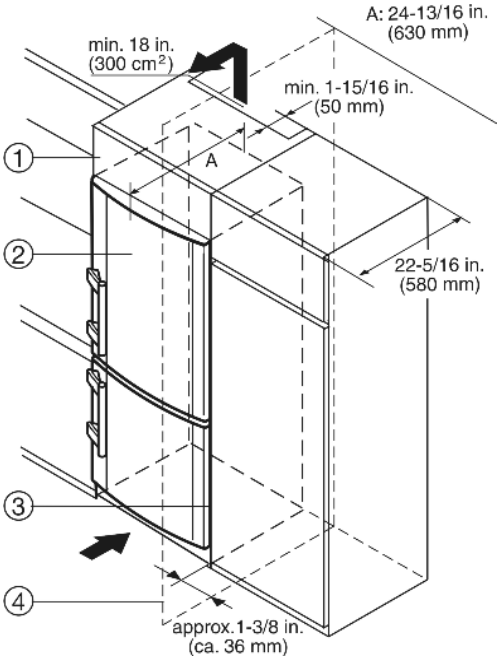

Fig. 20
(1) Top cupboard
(2) Appliance
(3) Kitchen cabinet
(4) Wall
The appliance can be built into the range of kitchen units. To bring the appliance *Fig. 20 (2)* up to the height of the fitted kitchen units, a suitable top cupboard *Fig. 20 (1)* can be added above the appliance.
When installing with standard kitchen cabinets (max. depth. 22-27/32 " (580 mm)) the appliance can be installed right next to the kitchen cabinet *Fig. 20 (3)*. The appliance door projects 1-11/32 " (34 mm) at the side and in the center of the appliance 1-31/32 " (50 mm) from the front of the kitchen cabinet. This allows it to open and close properly.
If the appliance is installed with the hinges next to a wall *Fig. 20 (4)*, the gap between the appliance and the wall must be at least 1-13/32 " (36 mm). This is how far the handle protrudes when the door is open.